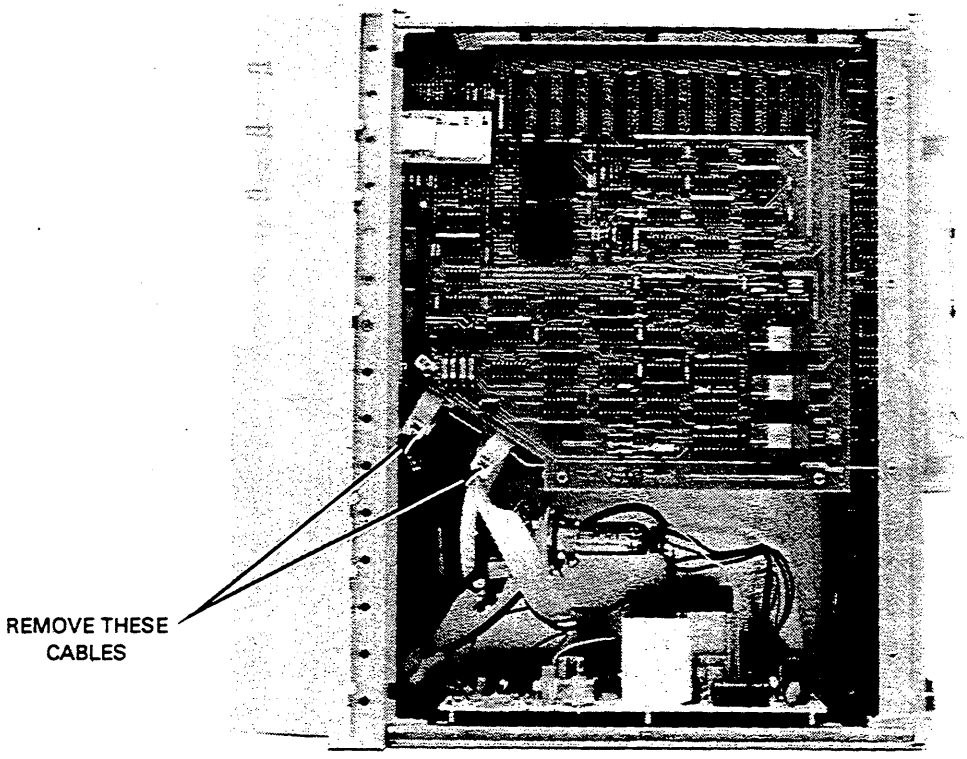

Figure 8-6.
e. Disconnect the cables from the CPU board that go to the keyboard and the display driver board. See figure 8-6.
g. Disconnect the cables from the CPU board to the keyboard and display driver boards. See figure 8-6.